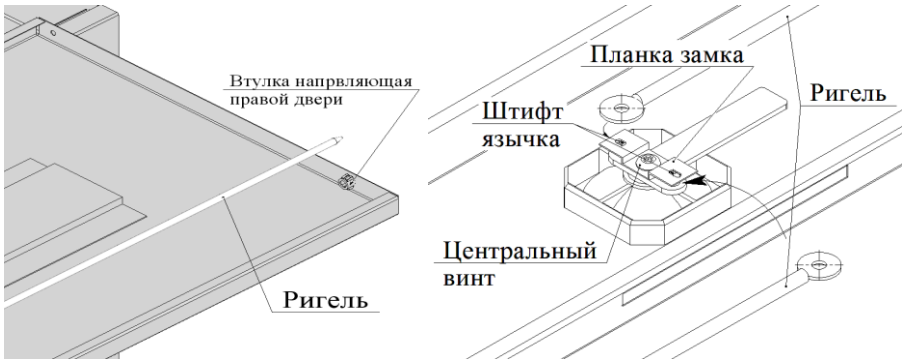

Рис. 6А **Рис. 6Б**
6.5.Вставить поочерёдно оба ригеля конусом в отверстия направляющих втулок правой двери (Рис.6А). Установить два ригеля в замке.
Заведите плоский конец ригеля под планку замка и, слегка отогнув её ригелем, установите на штифты язычка (Рис.6Б).